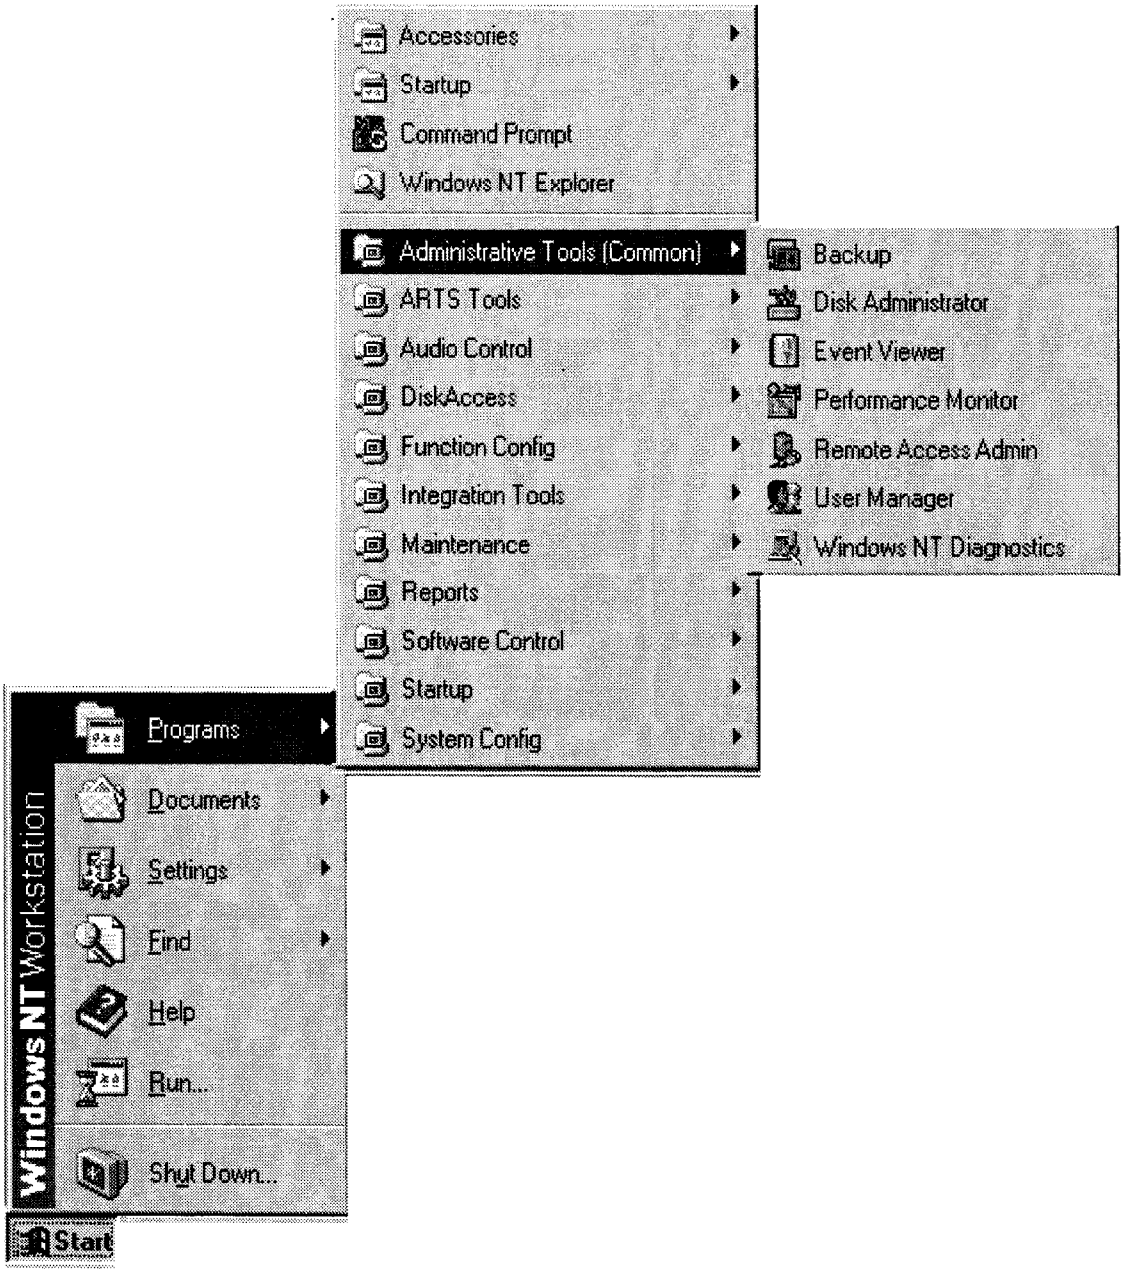

FIGURE 3-I. SAMPLE PROGRAM GROUPS WINDOW
3.1.3.1 Program Groups Windows. Related activities are grouped together in a single window known as a program group or folder window. A program group window displays the available activities as icons listed vertically in the window. A sample program group window is shown in Figure 3-I. The icons are the small pictures depicting the activities available with the name of the each activity next to the picture. Clicking on an icon will open the window for that activity. Figure 3-I shows the program groups window from which the Administrative Tools program group has been selected by clicking the Administrative Tools icon in the Programs window. Clicking on an icon in the Administrative Tools program group window will open an application window for that particular activity.